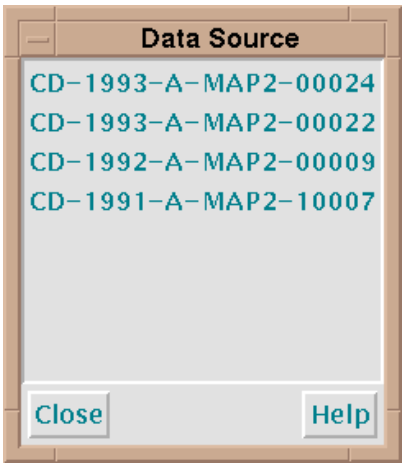

Fig. 77 — Data sources display
Lists all logged data sources for the current composition, including DTED (for MPS compositions only), CAC and scanned chart data (Fig. 77). As the user defines new coverages, this display will reflect any new logged sources that are applicable.
- MMC will pop up a **Data Sources Window** (Fig. 77) that lists which data sources are needed { CD-1995-C-MAP3-10001 and CD-1996-B-MAP3-2003 }.